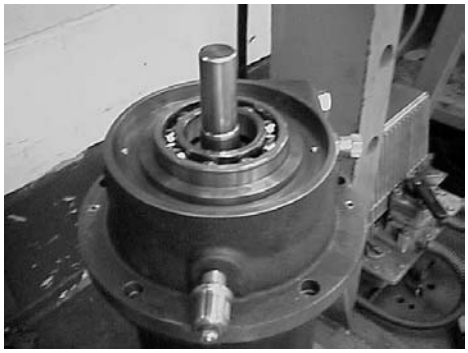

Fig. 34
8.03 Place the Rear Ball Race (62.BB1) on to the Drive Shaft (62.62) and into the Bearing Housing (61.61). - **Fig. 34**